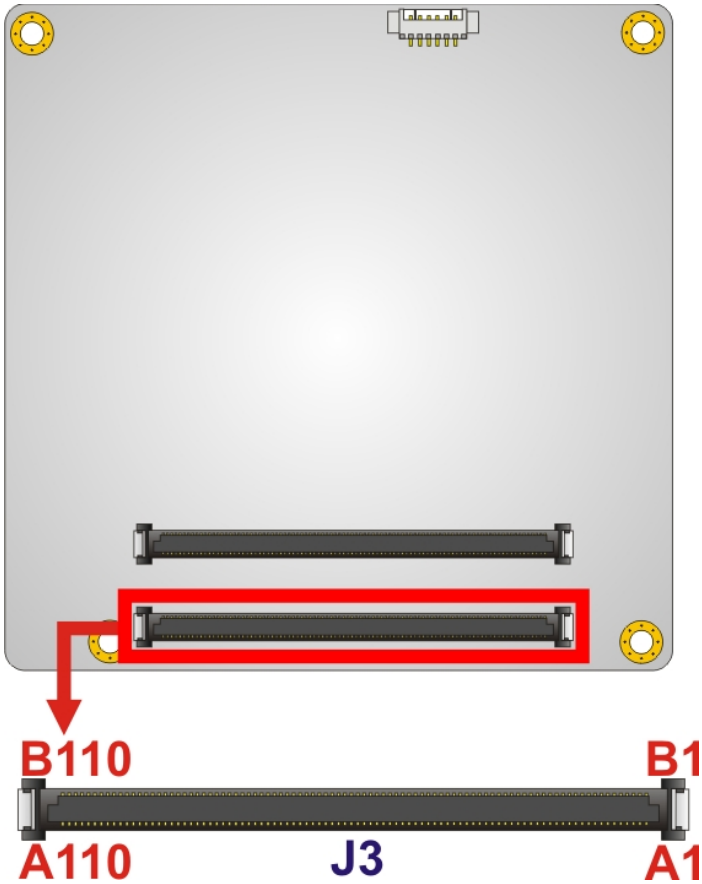

**Figure 3-4: COM Express Connector AB Location**
**CN Location:** See **Figure 3-4**